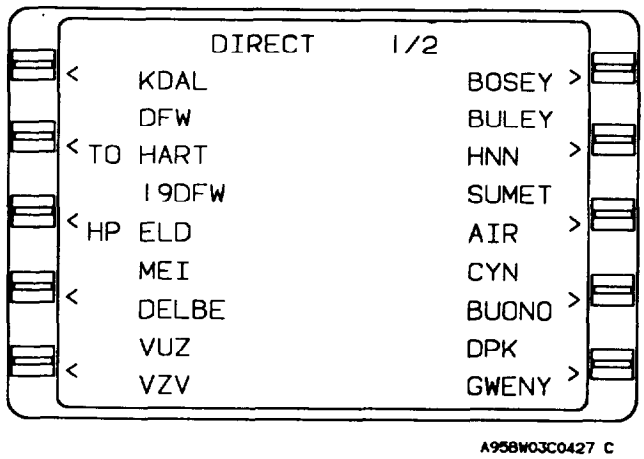

Figure 3-53. Direct To 1/2 Page
(2) DIR CLOSEST ARP 2/2 (page 2 of 2) (fig. 3-53).